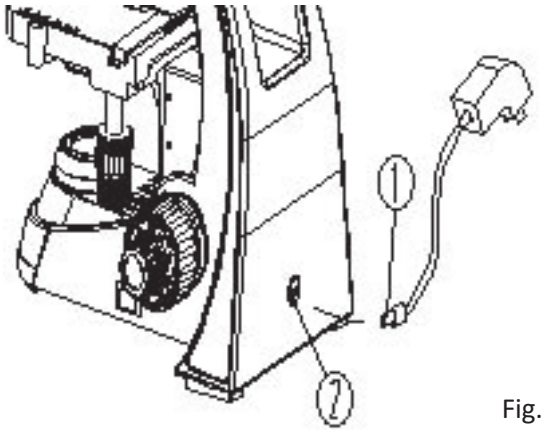

Fig. 6
- Inserte el conector del cable ① de poder en la clavija de la parte posterior ② de su equipo y asegúrese de que este bien colocado (fig. 6).